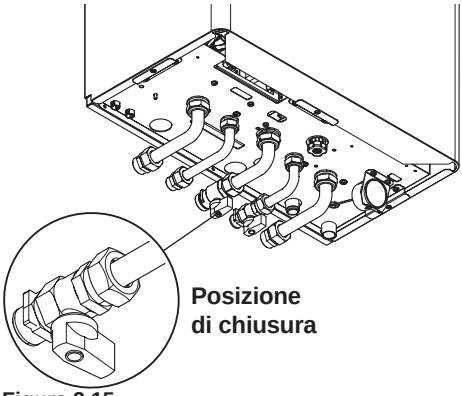

Figura 2.15
- Chiudete i rubinetti della caldaia Figura 2.15;